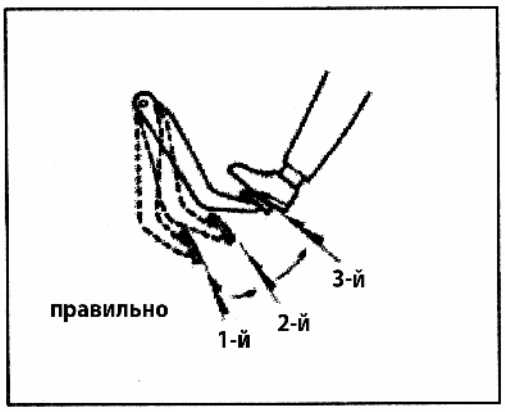

Рис. 701
3) Нажмите на педаль тормоза несколько раз с одинаковым усилием и определите ход педали тормоза. Если с каждым нажатием на педаль, ход педали становится меньше, то это указывает на нормальную работу усилителя (Рис. 701).